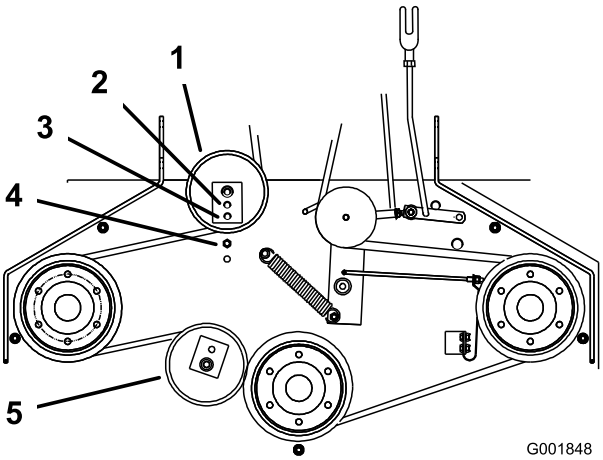

Figur 45
6. Hvis der ikke er nogen justering tilbage i spændemøtrikken, og remmen stadig er løs, skal den bageste styreremskive placeres i det midterste eller forreste hul (Figur 45). Brug det hul, der vil medføre den korrekte justering.
7. Når styreremskiven flyttes, skal remstyret også flyttes. Flyt remstyret til den forreste position (Figur 45).